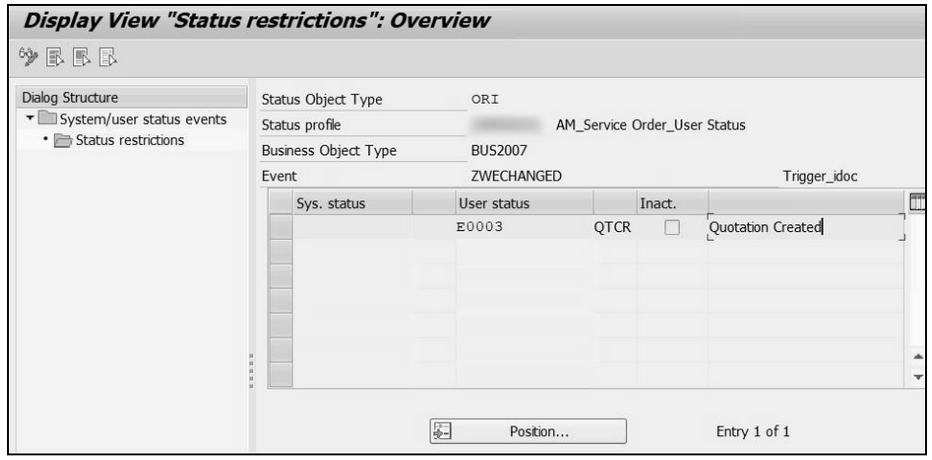

Figure 5.15 User Status Restrictions for Event Configuration
- Under **Status restrictions**, shown in Figure 5.15, we've maintained the user status **QTCR** (**E0003**) with the **Inact.** (inactive) checkbox unselected. This means that the event ZWECHANGED of business object type BUS2007 will be triggered when the user status QTCR is set for a particular service order at the header level.